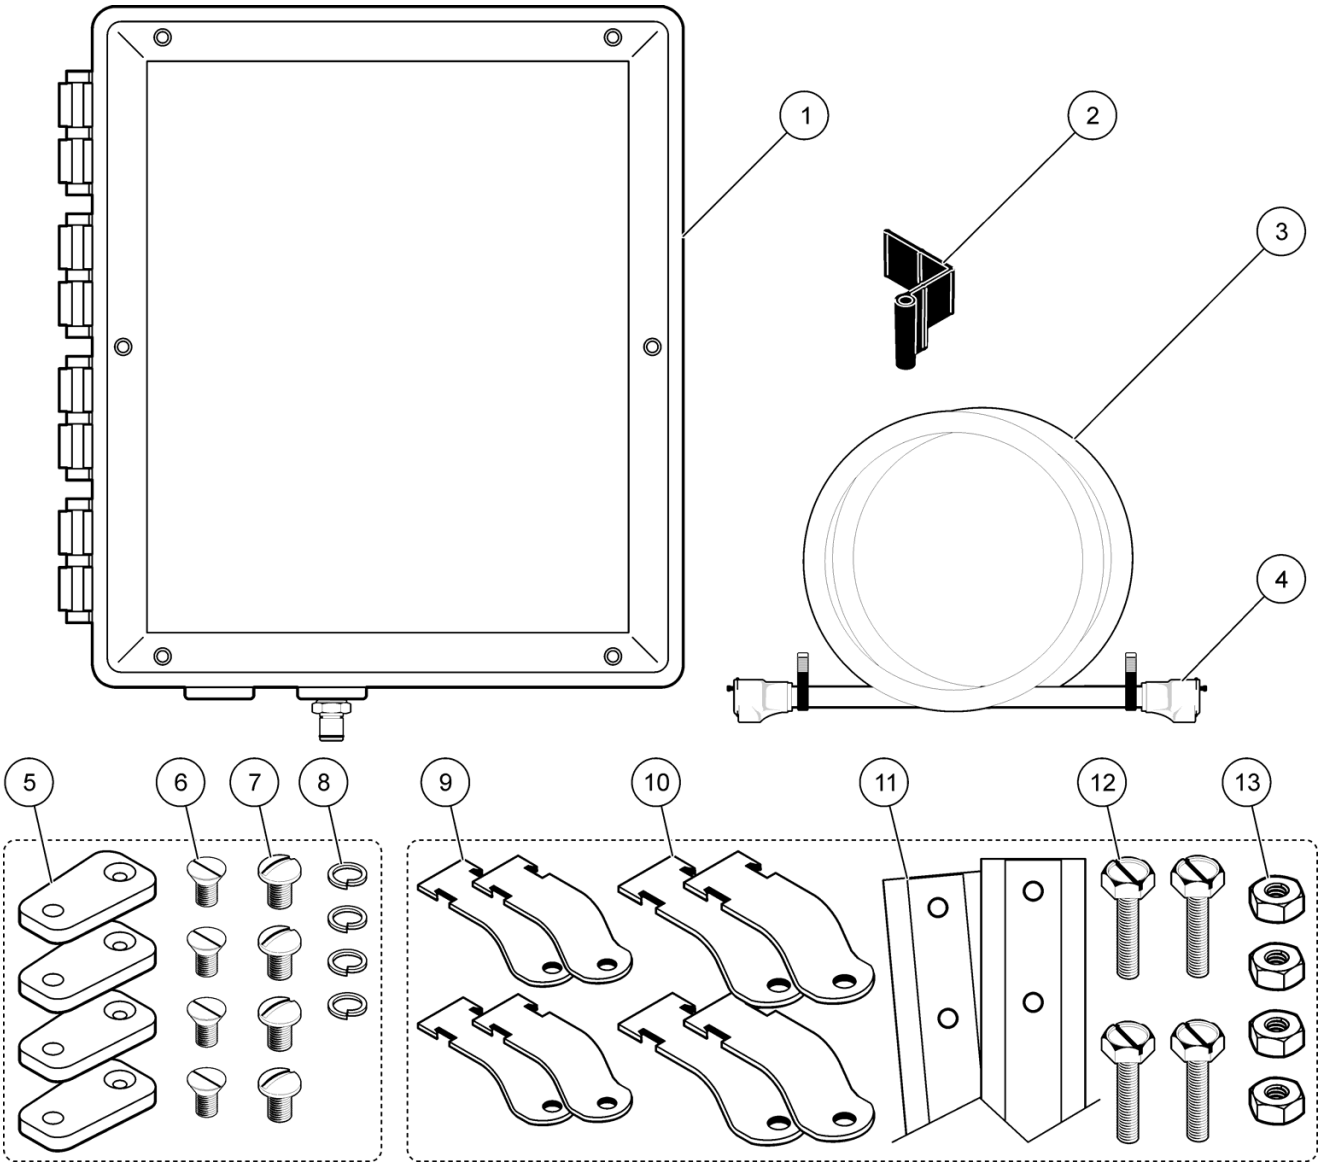

Abbildung 1 HOAB-Komponenten
2. Der HOAB ist an einem Standort zu montieren, an dem die Umgebungstemperatur die Temperaturgrenzwerte des HOAB-Systems nicht überschreitet (Kapitel 1 auf Seite 3). Legen Sie die für die Anwendung geeignete Montagemethode fest, und befestigen Sie die Teile entsprechend. Siehe Abbildung 1 auf Seite 7.